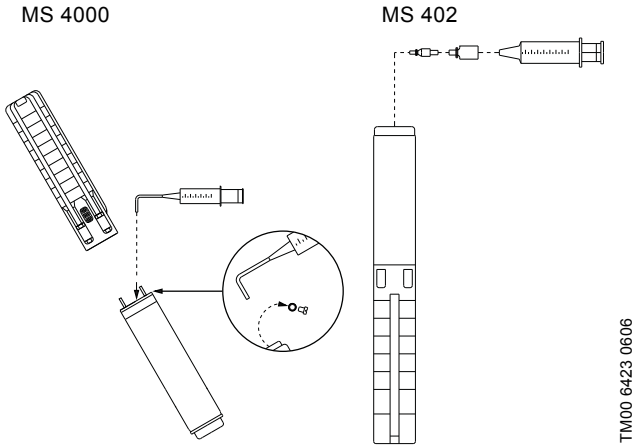

**Рис. 2** Положение электродвигателя при заполнении - MS 4000 и MS 402
1. Расположите погружной насос, как показано на рис. 2. Заливочное отверстие должно быть в верхней точке двигателя.
3. С помощью специального шприца заливайте в электродвигатель охлаждающую жидкость, пока она не начнёт вытекать через заливочное отверстие. См. рис. 2.